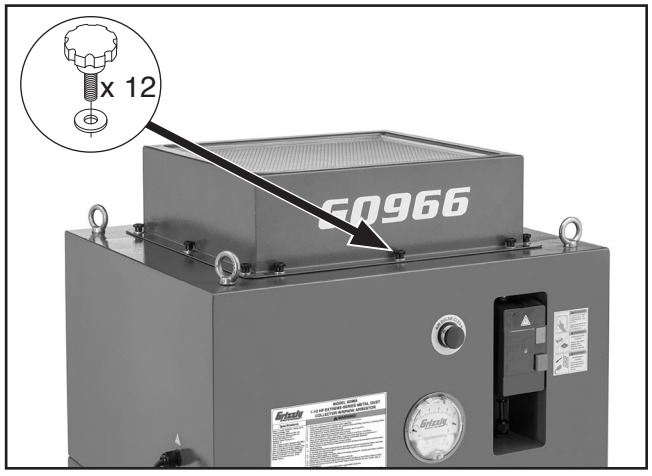

Figure 7. Location of HEPA filter cage knob bolts.
8. Remove (12) knob bolts from HEPA filter cage (see **Figure 7**), then remove HEPA filter to access motor junction box. Refer to **Replacing HEPA Filter** on **Page 28** for detailed instructions.